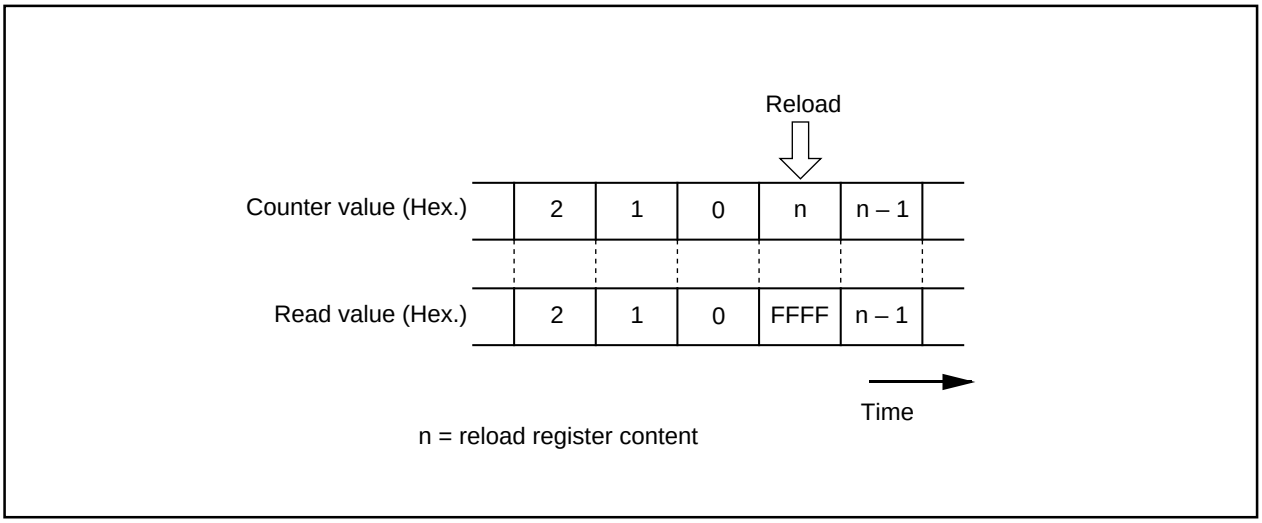

Figure 2.3.12. Reading timer Bi register
(1) To clear reset, the count start flag is set to “0”. Set a value in the timer Bi register, then set the flag to “1”.
(2) Reading the timer Bi register while a count is in progress allows reading, with arbitrary timing, the value of the counter. Reading the timer Bi register with the reload timing shown in Figure 2.3.12 gets “FFFF16”. Reading the timer Bi register after setting a value in the timer Bi register with a count halted but before the counter starts counting gets a proper value.